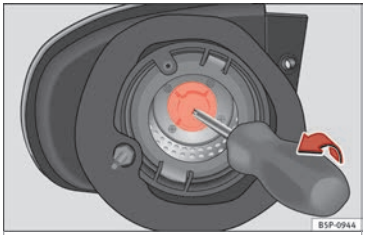

Fig. 187 Turn signal light.
– Pull out the turn signal bulb holder using a screw driver in the direction of the arrow ››› **Fig. 187**.